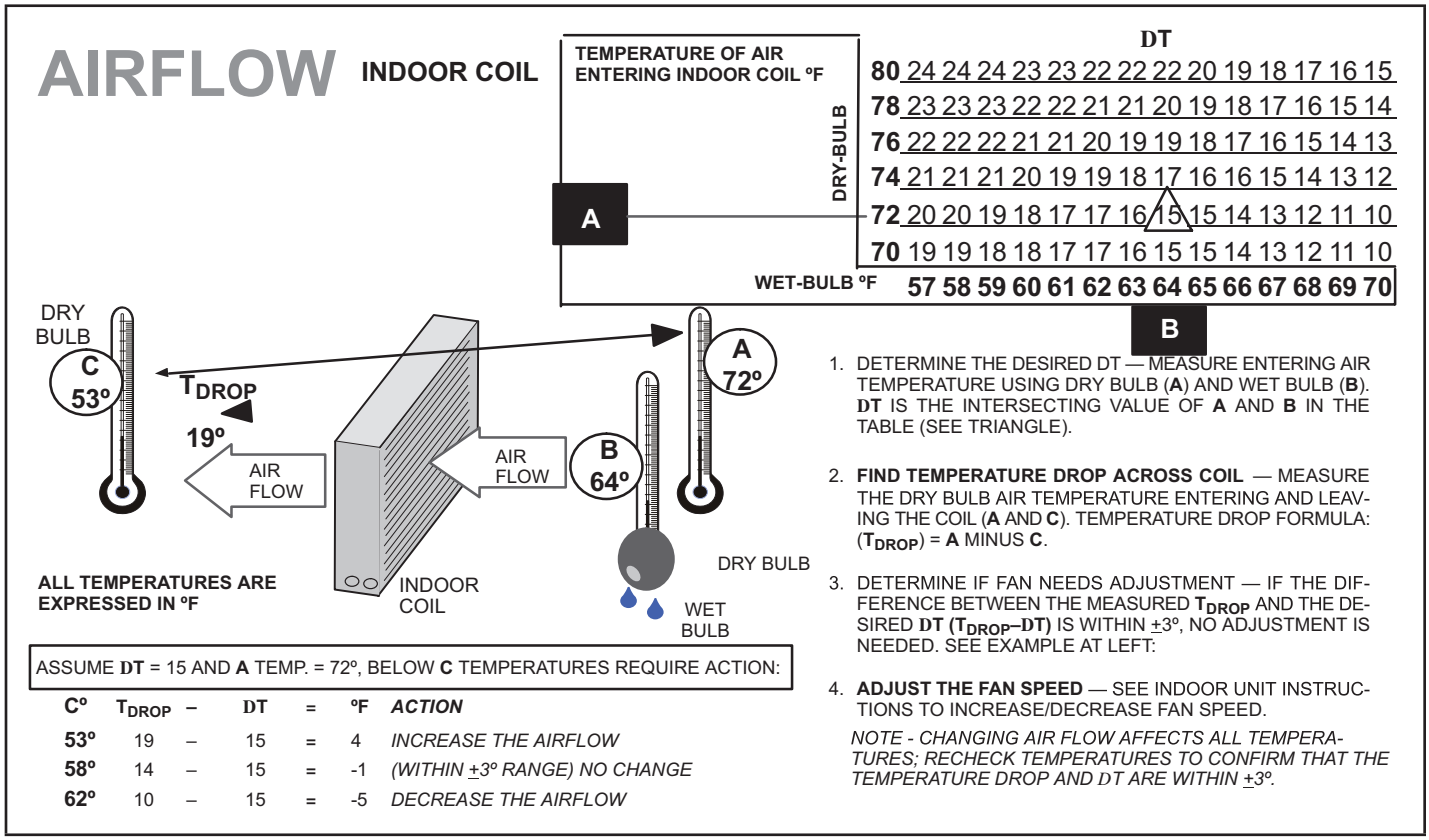

FIGURE 46. Checking Indoor Airflow over Evaporator Coil using Delta-T Chart
2 - Check and adjust indoor airflow as described in figure 46.
Check airflow using the Delta-T (DT) process using the illustration in figure 46.